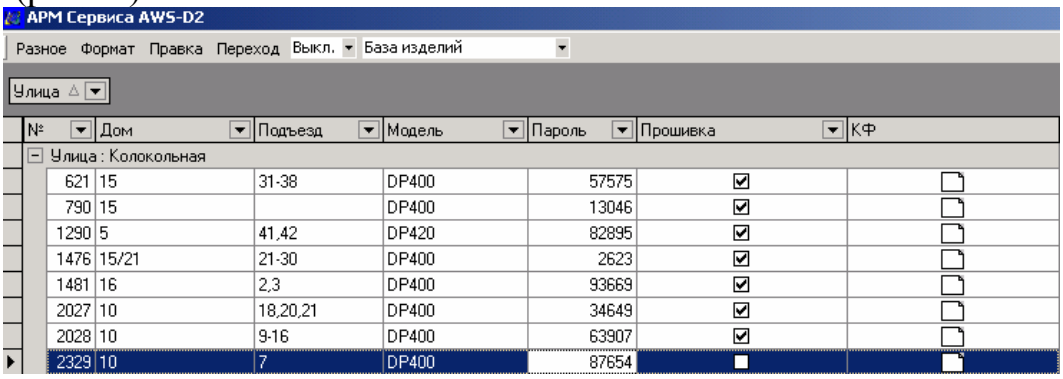

Рис.33. Новая запись для выбранной улице.
- выполняем команду «Сохранить изменения» из меню «Правка». Новая запись сохраняется в базе и ей присваивается последний порядковый номер (рис.33):